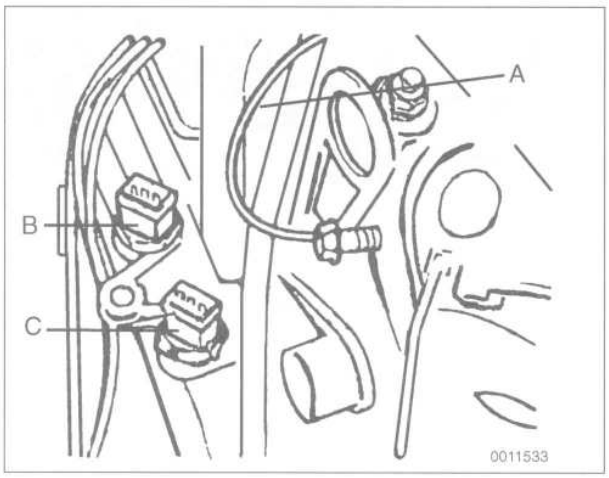

Fig. 14. Ground wire for ignition coils (**A**) and coolant temperature sensors (**B**, white connector, **C**, black connector).
9. Remove ground wire from rear engine lifting bracket and disconnect harness connectors from engine coolant temperature sensors at rear of engine. See Fig. 14.